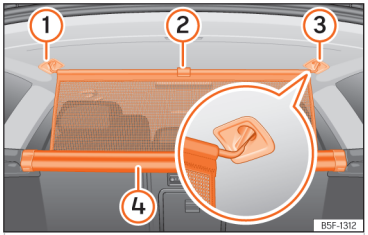

Abb. 190 Im Gepäckraum: Trennwandnetz einhaken.
- Ziehen Sie die Lasche ››› (Abb. 190) ② nach oben, um das Netz aus dem Gehäuse ④ zu nehmen.
- Hängen Sie das Trennnetz an der rechten oder linken Seite ③ (vergrößerte Darstellung) ein.
- Hängen Sie das Trennnetz an der Aufnahme der anderen Seite ① ein, indem Sie an der Stange ziehen.